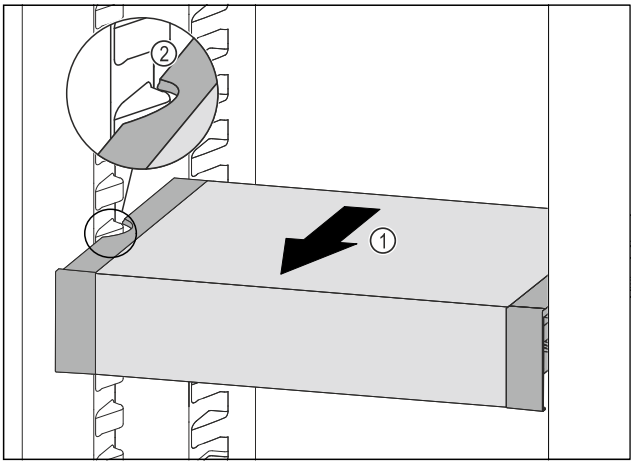

Fig. 133
▶ Pull VarioSafe forwards *Fig. 133 (1)* until the recesses in the side of the VarioSafe are at the level of the support rib in the fridge section. *Fig. 133 (2)*